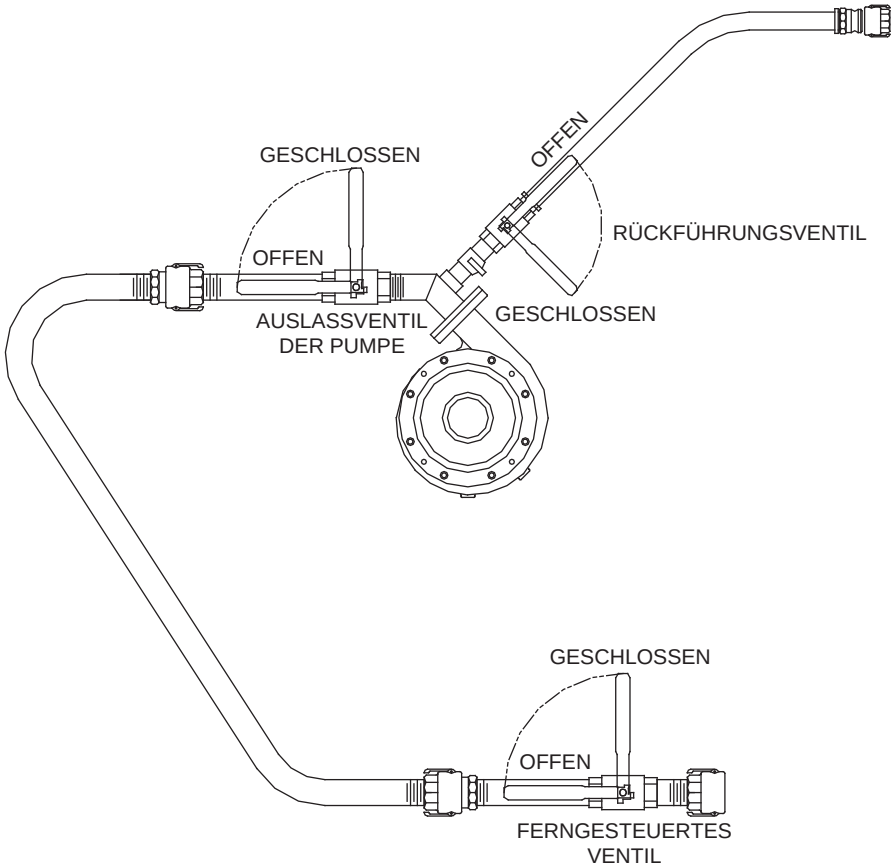

Abbildung 2 – Ventilbetrieb
1. Auslassschläuche: Auslassschläuche sind in den Längen 15 m (50 ft.) und 30 m (100 ft.) erhältlich (insgesamt bis zu 45 m [150 ft.]). Längere Schläuche können die Auswurfweite und die Sprühzeit des HydroSeeder® beeinträchtigen. Alle Schlauchanschlüsse sind mit Camlock-Kupplungen versehen, einschließlich des Anschlusses am Ende der Auslassleitung. Am ferngesteuerten Auslassventil, das am Austrittsende des Schlauchs angeschlossen wird, wird eine Düse befestigt. Wenn alles angeschlossen ist, ist der HydroSeeder® betriebsbereit. Der Fluss durch den Schlauch und die Düse wird über das ferngesteuerte Auslassventil geregelt. Bei Verwendung dieses Ventils MUSS das Rückführungsventil des HydroSeeder® GEÖFFNET sein, damit überschüssiges Material bei geschlossenem ferngesteuerten Ventil zurück in den Tank fließen kann (siehe Abschnitt VENTILBETRIEB und Abbildung 2).
Das Grundmodell des HydroSeeder® ist zur Regelung des Schlämmeflusses mit drei unabhängig betätigten Kugelventilen ausgestattet (Abbildung 2). Das erste Ventil ist das Rückführungsventil. Ein geöffnetes Rückführungsventil ermöglicht den Materialrückfluss in den Tank. Beim zweiten Ventil handelt es sich um das Auslassventil der Pumpe. Wenn dieses geöffnet ist, fließt die Schlämme durch den Auslassschlauch. Das dritte Ventil ist das ferngesteuerte Ventil, welches sich am Ende des Auslassschlauchs befindet. Ein geöffnetes ferngesteuertes Ventil ermöglicht die Ausbringung der Schlämme auf die zu bedeckende Fläche.